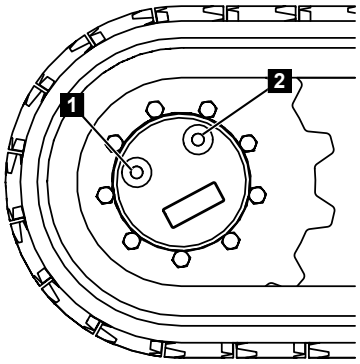

Fig. 199
5. Check the oil level by sight. The gearbox must be filled with oil up to the bottom edge of the threaded hole (Fig.199/1).
6. If required, top up gearbox oil. To do this, slowly pour the oil through the drill hole (Fig.199/2) until it reaches the bottom edge of the threaded hole (Fig.199/1).